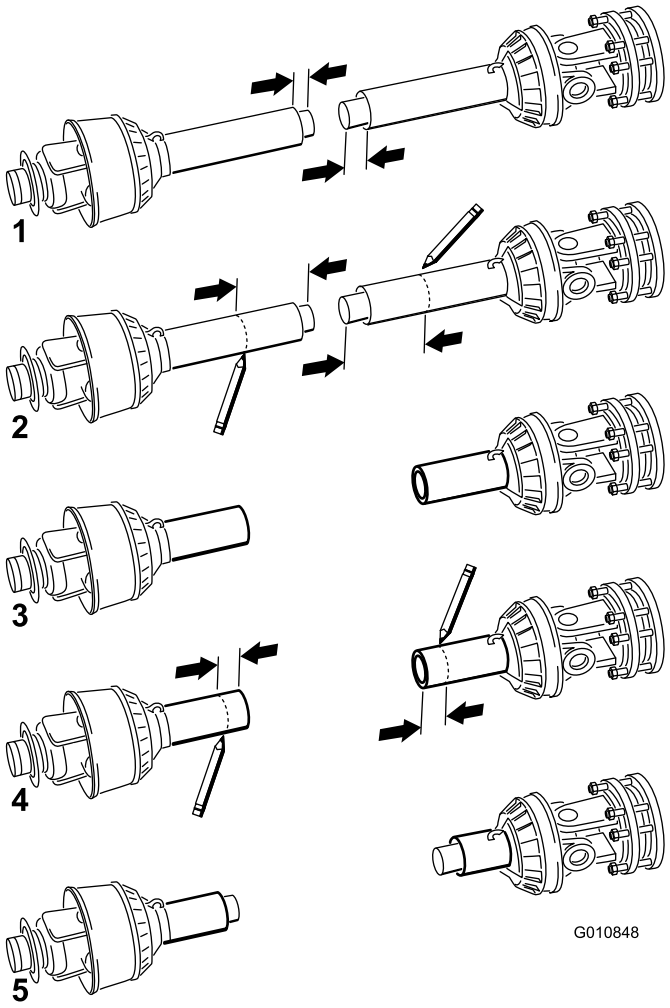

**Figur 17**
11. Skill de to halvdelene på kraftuttaksakselen (Figur 17, fig. 1).
12. Mål avstanden fra enden av hvert rør til sikkerhetsverneplatene (Figur 17, fig. 1). Noter avstandene.
13. Ved å bruke målene i trinn 8, finn, marker og kutt av verneplaten og røret på hver av kraftuttakets halvdeler (Figur 17, fig. 2 og 3).
14. Ved å bruke målene fra trinn 11, finn, marker og kutt av verneplatene, for å få tilgang til rørene Figur 17, fig. 4 og 5.